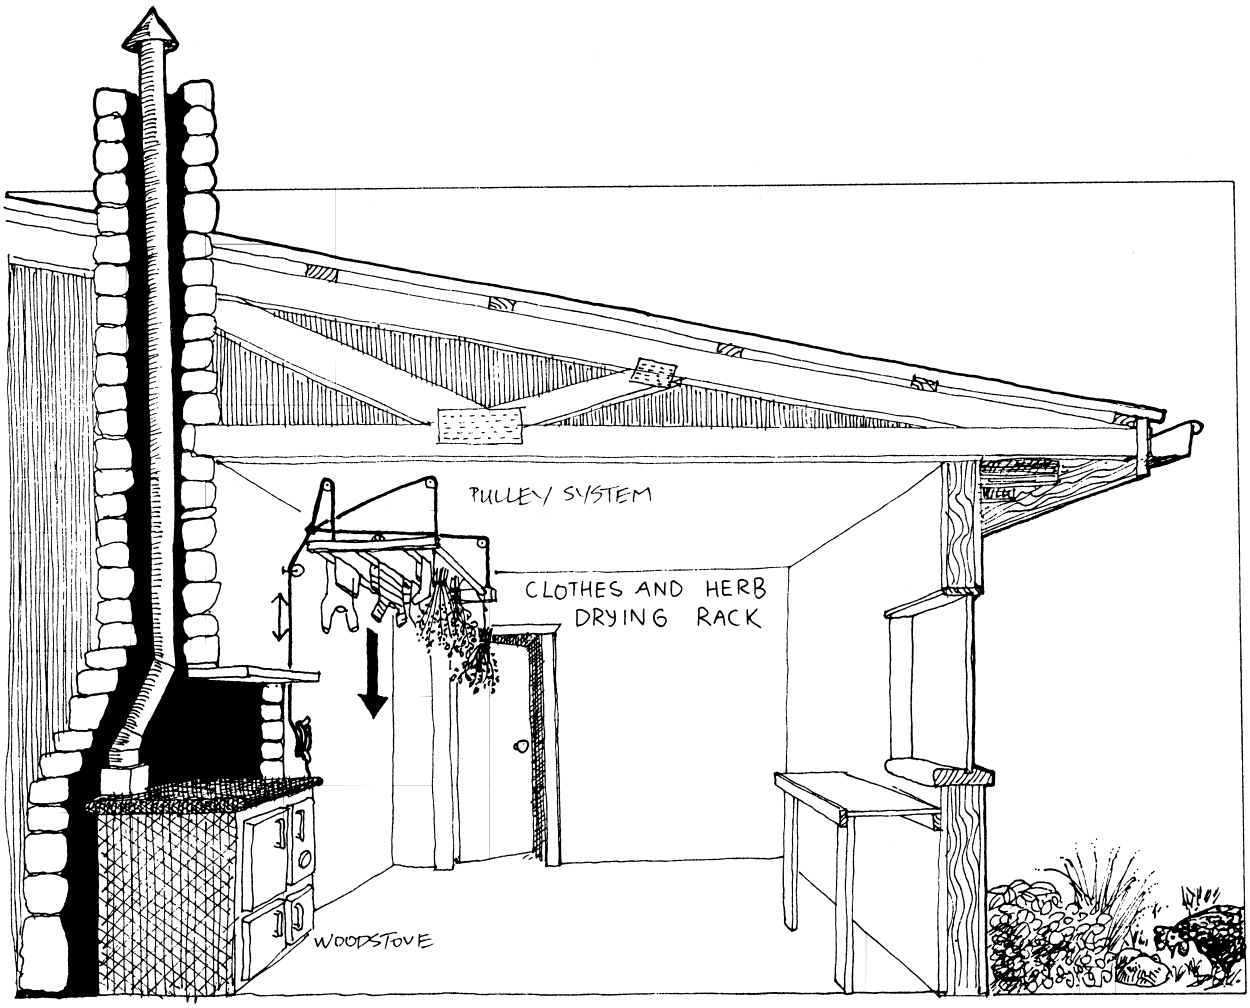

FIGURE 4.24 Pulley system for drying rack above the woodstove dries clothes in cold, wet weather
- Clothes can be dried on a clothesline, in a greenhouse or similar airy and roofed area, or, for small items, in an insulated cupboard surrounding an uninsulated hot water cylinder. In wet temperate regions a rack above the woodstove is traditionally used for clothes drying or, in autumn, for drying herbs, flowers, or seedheads (**Figure 4.24**).